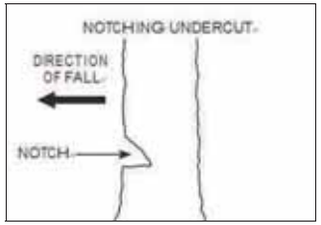

Fig.11
7.3.1 NOTCHING UNDERCUT (FIG.11)